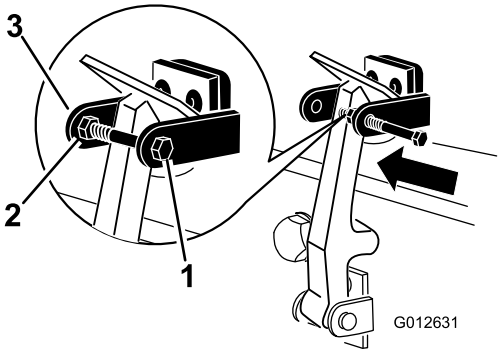

Figur 15
7. Skru bolten inn på den andre armen til panserlåsbraketten for å låse låsen i stilling (Figur 15). Stram til bolten, men ikke mutteren.